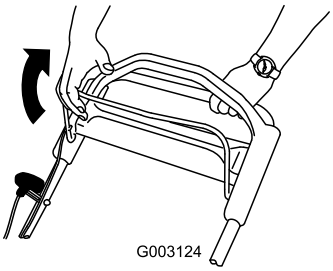

Figura 11
1. Sujete la barra de control de las cuchillas contra el manillar (Figura 11).